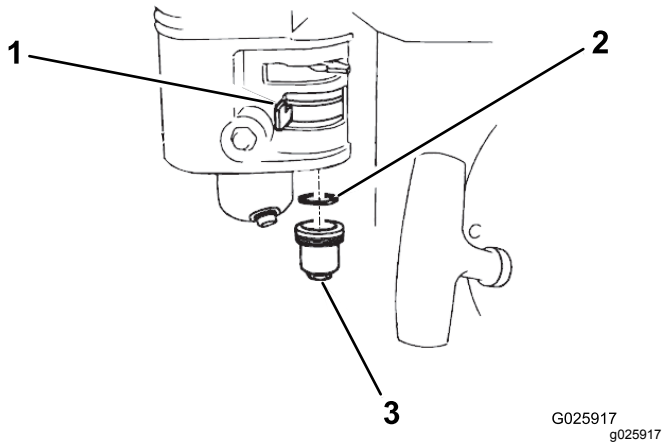

Figur 35
1. Flytt drivstoffventilen til AV-stillingen, og fjern så drivstoffsedimentbollen og o-ringen (Figur 35).